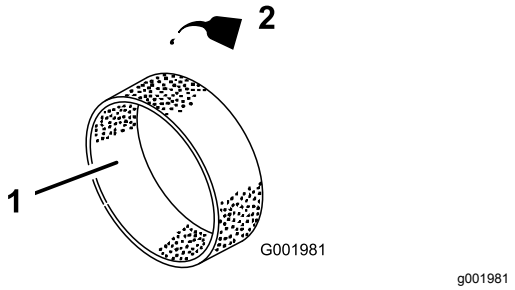

Figur 38
4. Fyll 30 til 59 ml olje på elementet (Figur 38).